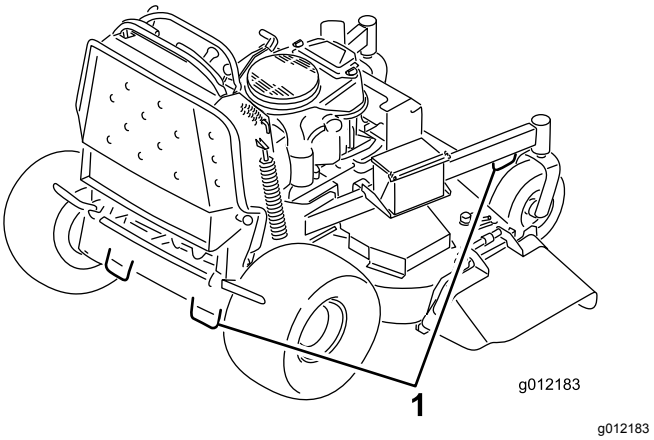

Rysunek 30
7. Unieruchom maszynę w pobliżu przednich kółek samonastawnych oraz tylnego zderzaka stosując pasy, łańcuchy, przewody lub liny (Rysunek 30). Przestrzegaj lokalnych wymagań dotyczących mocowań.